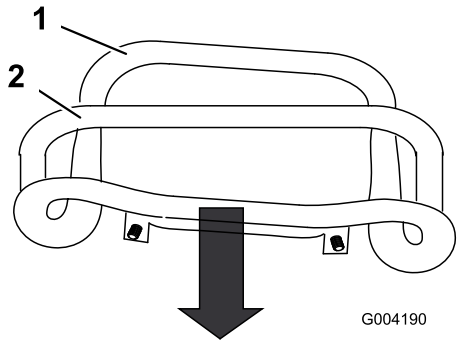

Figuur 50
3. Trek de tractiebediening recht naar achteren zodat de voorzijde ervan contact maakt met de referentiebalk (Figuur 50).